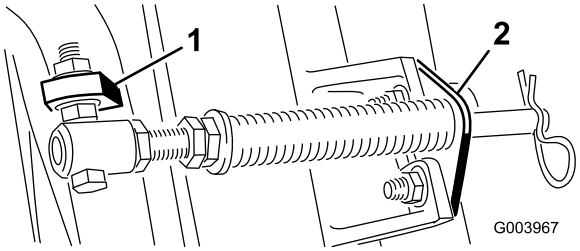

Рисунок 6
C. Установите болт трубки пружины на противоположный выступ несущей рамы и закрепите фланцевой гайкой. Головку болта следует расположить по направлению к наружной стороне выступа, как показано на Рисунок 6.
D. Присоедините кронштейн штока к выступам режущих блоков с помощью каретных болтов и гаек (Рисунок 6).